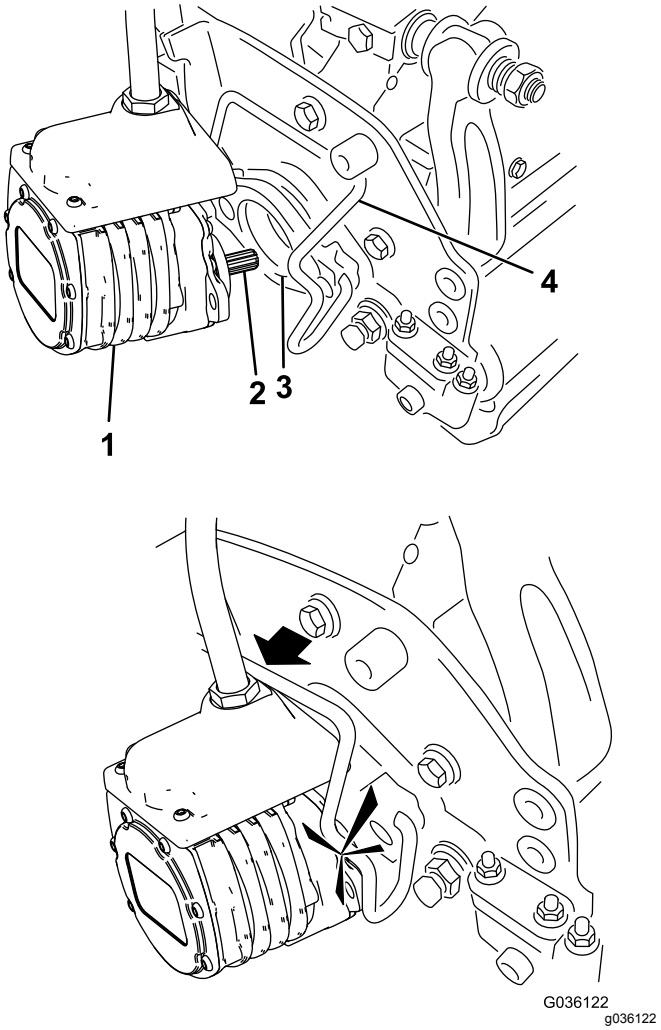

**Rysunek 50**
6. Nasmaruj wał z wypustem silnika zespołu tnącego cienką warstwą smaru (Rysunek 50).
7. Umieść silnik po lewej stronie jednostki tnącej (patrząc ze stanowiska operatora) i pociągnij pręt mocujący silnik na jednostce tnącej w kierunku silnika, aż do usłyszenia charakterystycznego kliknięcia po obu stronach silnika (Rysunek 50).